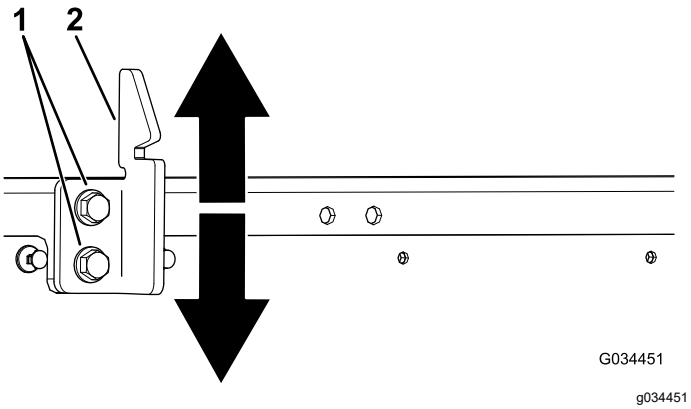

Figuur 68
3. Zet de 2 bouten op het stootvlak van de laadbakgrendel los en zet het stootvlak zoals vereist naar boven of naar beneden (Figuur 68).
4. Draai de 2 bouten van het stootvlak van de laadbakgrendel vast (Figuur 68).